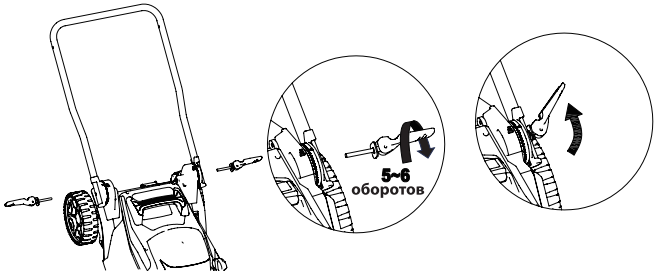

Рис. 5 Установка нижней части рабочей рукоятки
4. Установите нижнюю часть рабочей рукоятки на газонокосилку с помощью фиксаторов нижней части рабочей рукоятки (Рис.5).